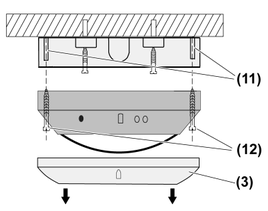

Figure 4: mounting
(3) Decor ring
(11) Fastening pins
(12) Screws
- Pull off decor ring (3) (Figure 4).
- Loosen screws (12).
- Screw presence detector to connection box (4) with screws (12) and mounting pins (11) (Figure 4).